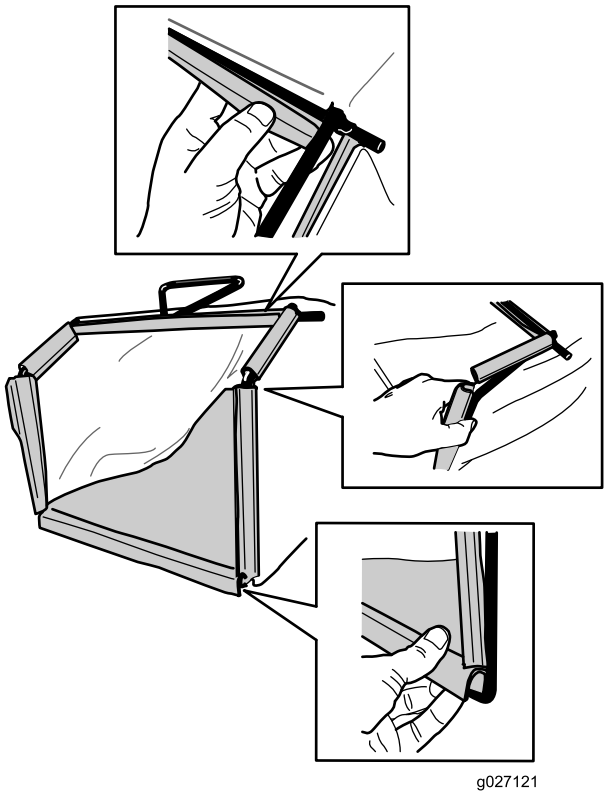

Figur 8
2. Hekt bunnen på posen fast til rammebunnen (Figur 8).
3. Hekt topp- og sidekantene av posen fast til henholdsvis toppen og sidene av rammen (Figur 8).